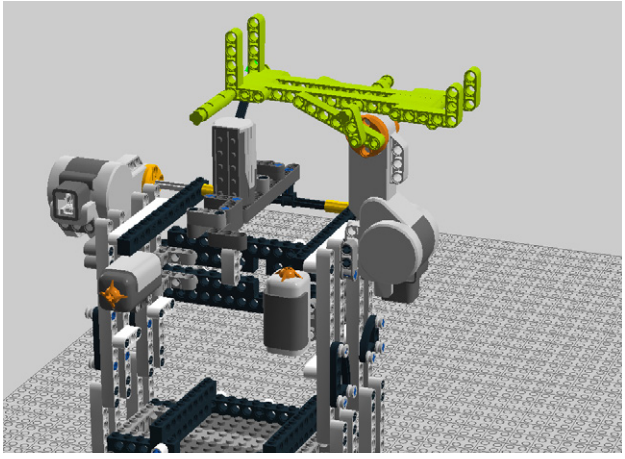

Figure 5-88. *Step 81: Attaching the syrup arm*
81. Add the syrup arm to the motor (see Figure 5-88).